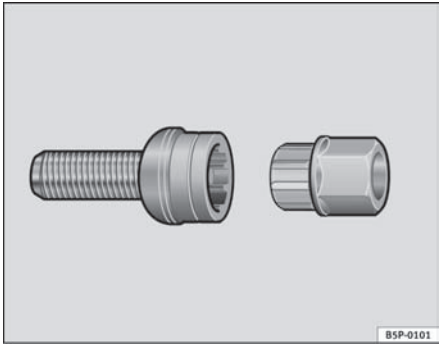

Fig. 135 Theft inhibiting wheel bolts
– Insert the adapter onto the wheel bolt and push it on as far as it will go ⇒ page 196, fig. 135.